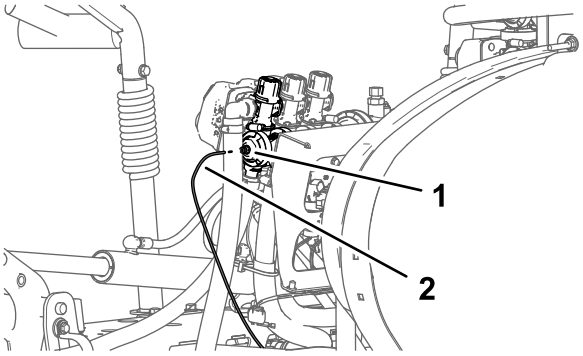

Figur 27
1. Trykk inn hylsen for rørkoblingen i endedekslet for den høyre bomseksjonsventilen (Figur 27).
2. Dra det trykkfølsomme røret for dashbordmåleren ut av rørkoblingen (Figur 27).